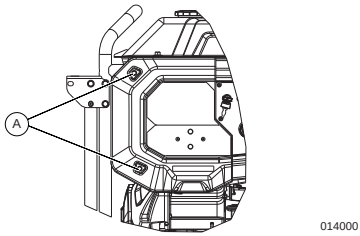

Figura 4-5. Retire los tornillos
1. Consulte ***Figura 4-5***. Retire los pernos (A) de la cubierta del panel de control con una llave de 10 mm.